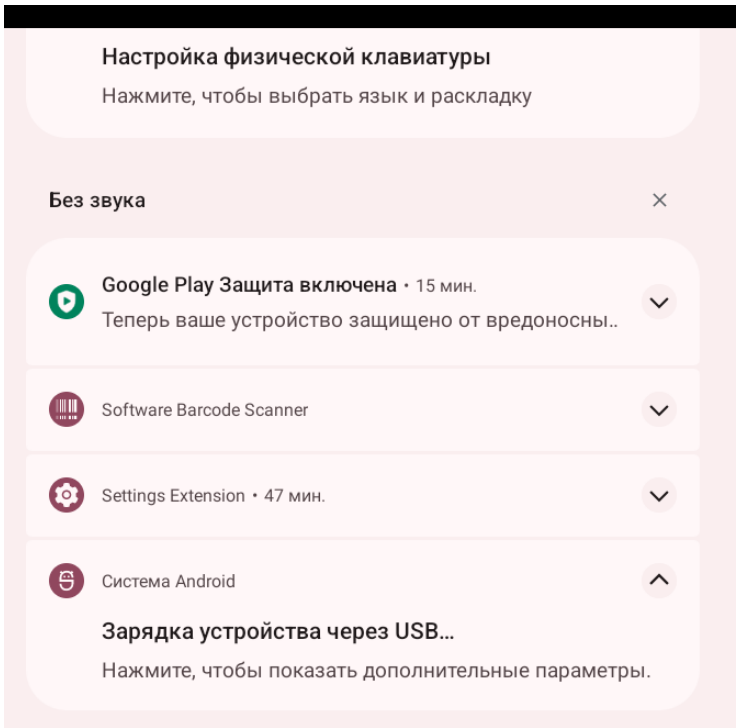

Рис. 5.1 – Зарядка устройства через USB
2. В планшете в выпадающем сверху меню (провести по экрану сверху вниз) выбрать «Зарядка устройства через USB» (рис. 5.1).